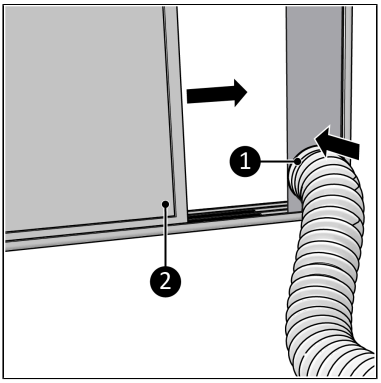

Figure 62.
4. Fermez la fenêtre (Figure 62, pos. 2). Ceci maintiendra le kit de fenêtre en place.
5. Reliez le raccordement de kit de fenêtre au kit de fenêtre (Figure 62, pos. 1).